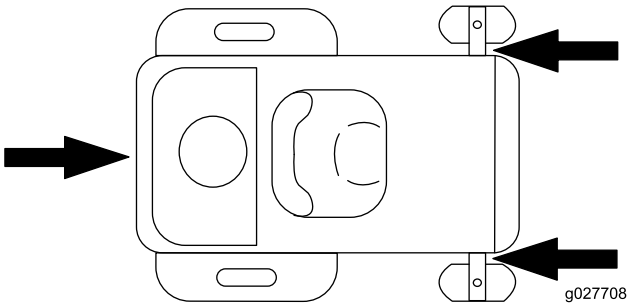

Figur 31
5. Fastgør maskinen i nærheden af de forreste styrehjul og den bageste kofanger (Figur 31).